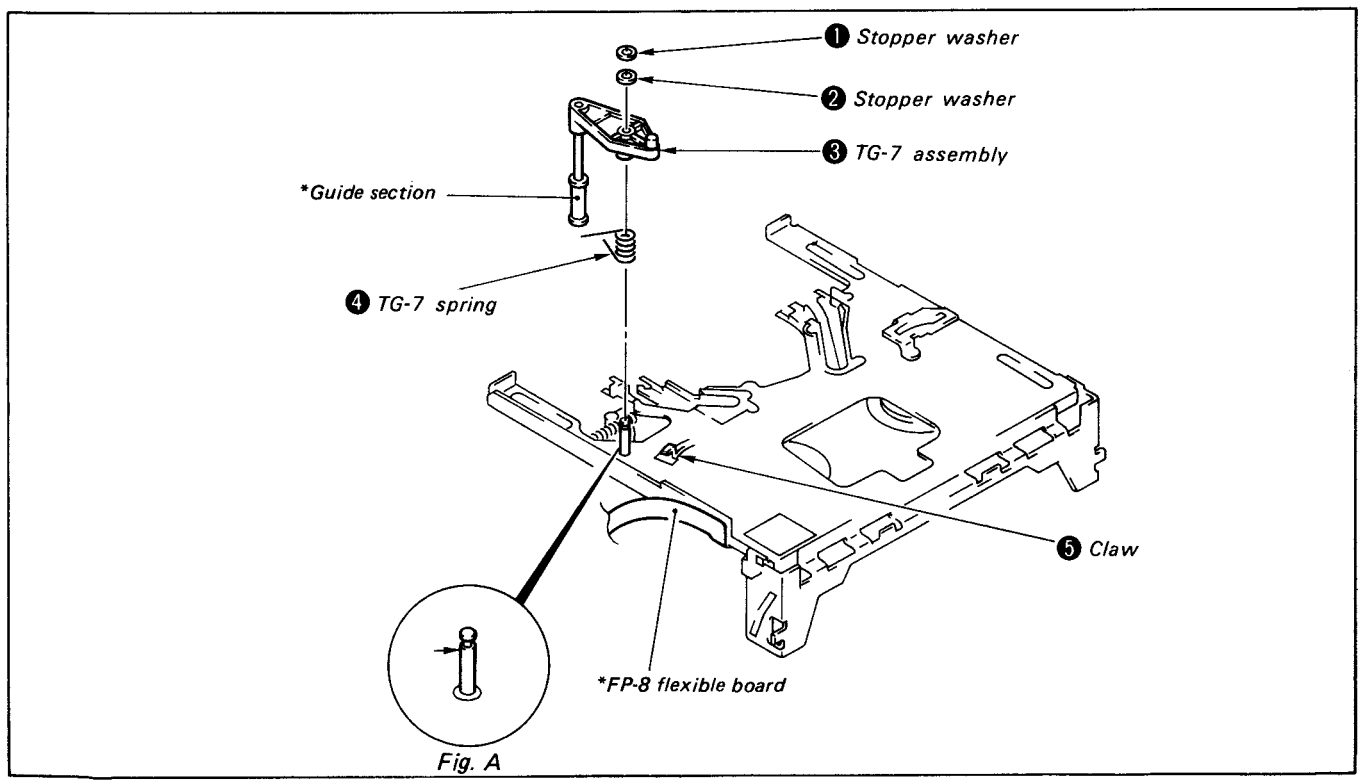

Fig. 2-22
4) Remove stopper washer ❶ (f = 0.13 mm) and stopper washer ❷ (f = 0.3 mm).
5) Remove TG-7 spring ❹ from claw ❺, and remove TG-7 assembly ❸. (See Fig. 2-22)